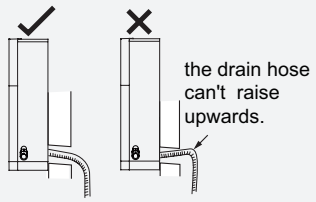

Fig.23
(1) The pipes should be placed along the wall, bent reasonably and hidden possibly. Min. semidiameter of bending the pipe is 10cm.
(2) If the outdoor unit is higher than the wall hole, you must set a U-shaped curve in the pipe before pipe goes into the room, in order to prevent rain from getting into the room.(As show in Fig.23)
(1) The through-wall height of drain hose shouldn't be higher than the outlet pipe hole of indoor unit.(As show in Fig.23)